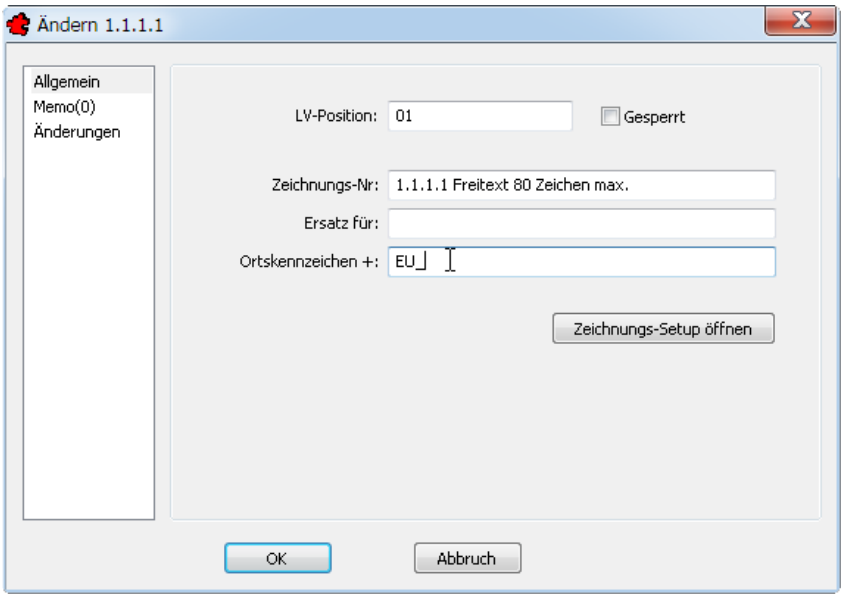

Bild 24.13 – Die Informationen der ersten Zeichnung sind obligatorisch
- Wichtigste Information ist hier das *Ortskennzeichen,* es wird automatisch durch ein vorangestelltes Pluszeichen gekennzeichnet. In diesem Beispiel tragen Sie **EU_** ein (Abb. 24.13).